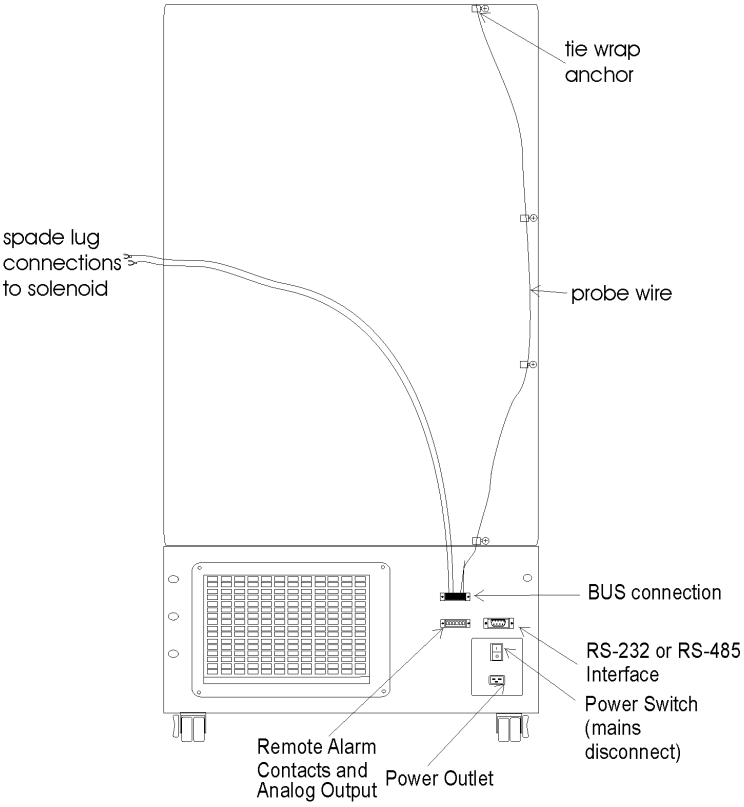

Figure 6-5
13. Remove the four screws on the freezer back panel and use them to mount the tie wrap anchors as shown in Figure 6-5. Secure the probe wire with tie wraps.